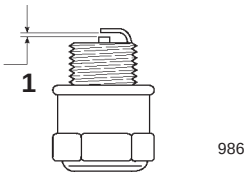

Bild 19
5. Stellen Sie den Elektrodenabstand auf 0,76 mm ein (Bild 19).